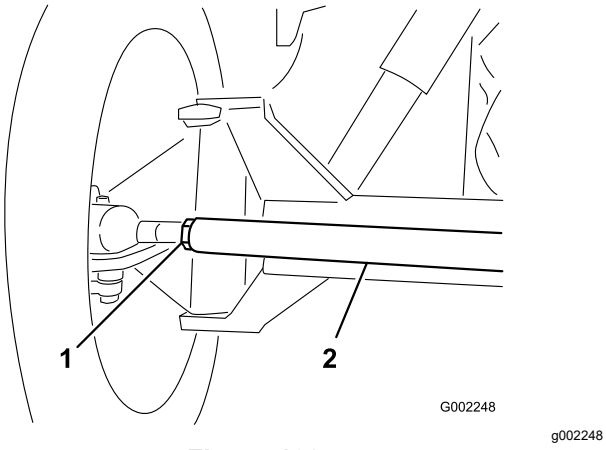

Figura 102
3. Si la distancia no está en el intervalo especificado, afloje las contratuercas en ambos extremos de la biela (Figura 102).